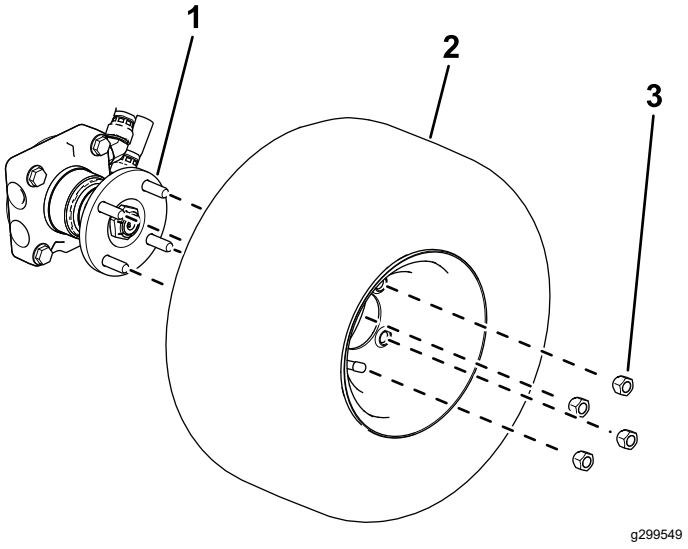

**Bild 3**
1. Verwenden Sie vier Radmuttern, um das Rad an der Radnabe zu befestigen (Bild 3).